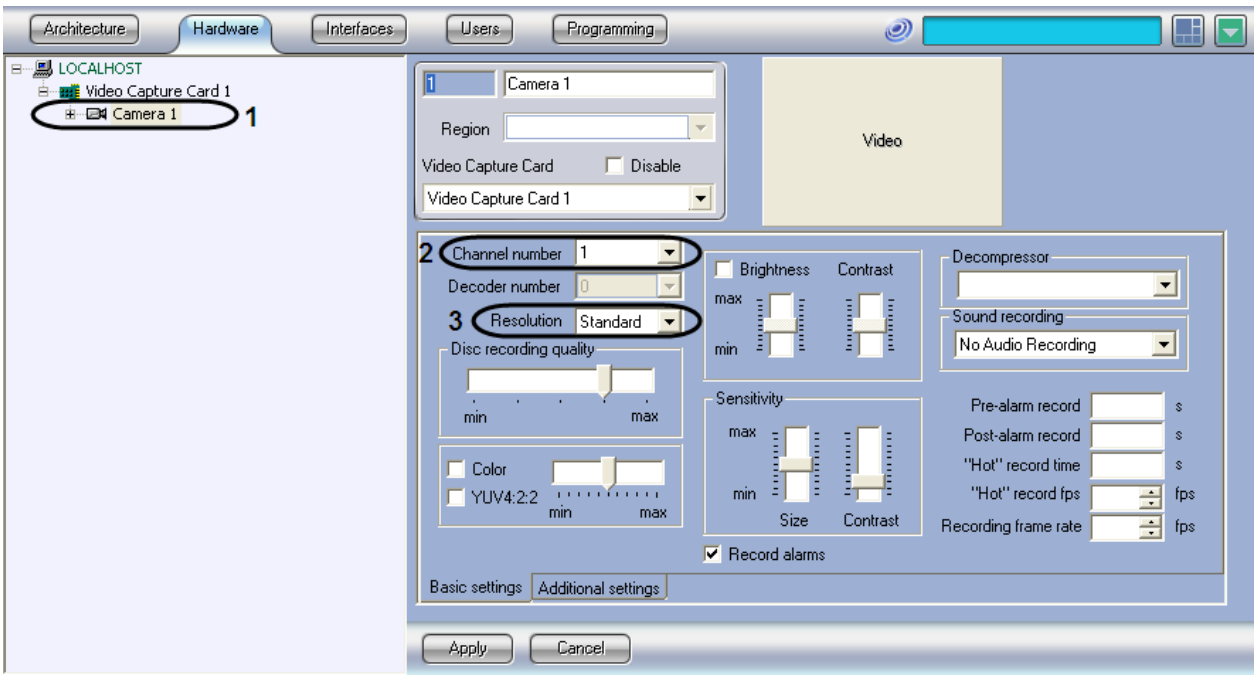

Figure 3.1—7 Configuring the Camera object
4.1. From the **Channel number** list (Figure 3.1—7, 2) select a physical video output of the card to which the camera is connected (see *Features of video subsystem configuration* section).